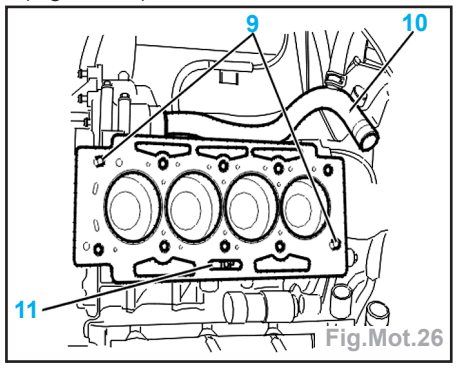

Fig.Mot.26
- Vérifier la présence des goupilles (9) (Fig.Mot.26).